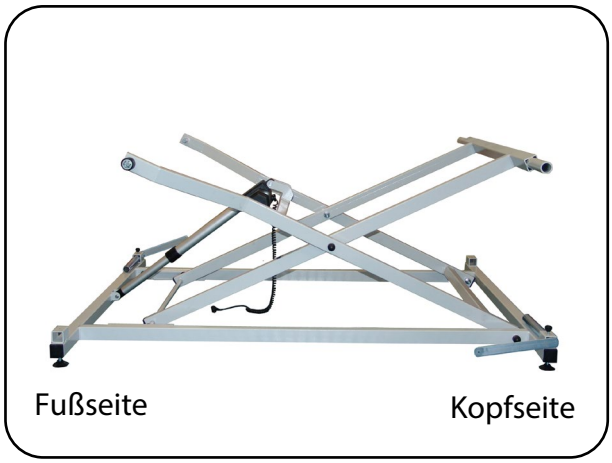

Abb. 6.1.01– Scherenhub in oberster Position
1. Stellen Sie den Scherenhub in die vorhandene Bettumrandung. Der Antrieb muss dabei zur Fußseite zeigen (Abb. 6.1.01).
3. Fahren Sie den Scherenhub in die oberste Position (Abb. 6.1.01). Beachten Sie, dass die Handbedienung zuvor eventuell entsperrt werden muss (siehe Kapitel Bedienung Abschnitt **Sperrfunktion**).